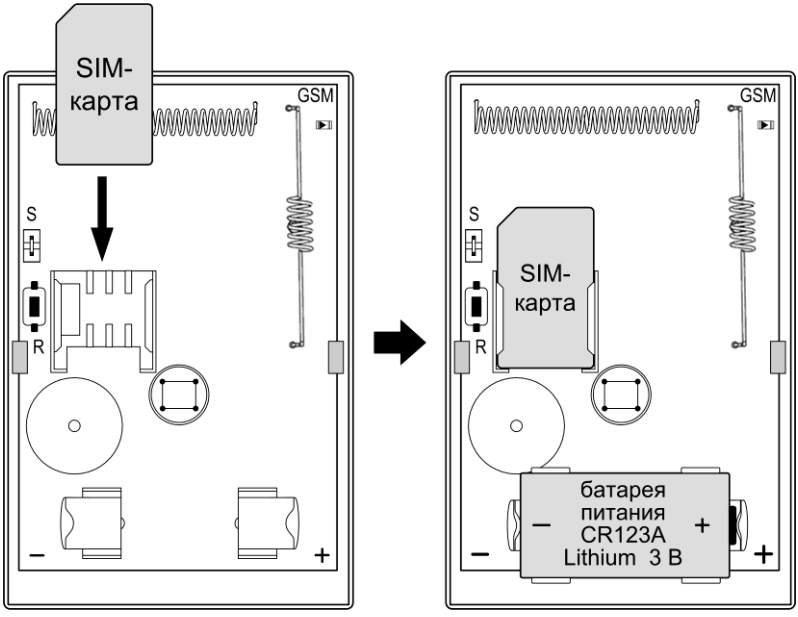

Рис.9 Установка SIM карты и батареи питания
2. Убедитесь, что SIM карта установлена в соответствии с рис.9, либо установите SIM карту (если не установлена) – см. рис.9.
2. Убедитесь, что SIM карта установлена в соответствии с рис.9.